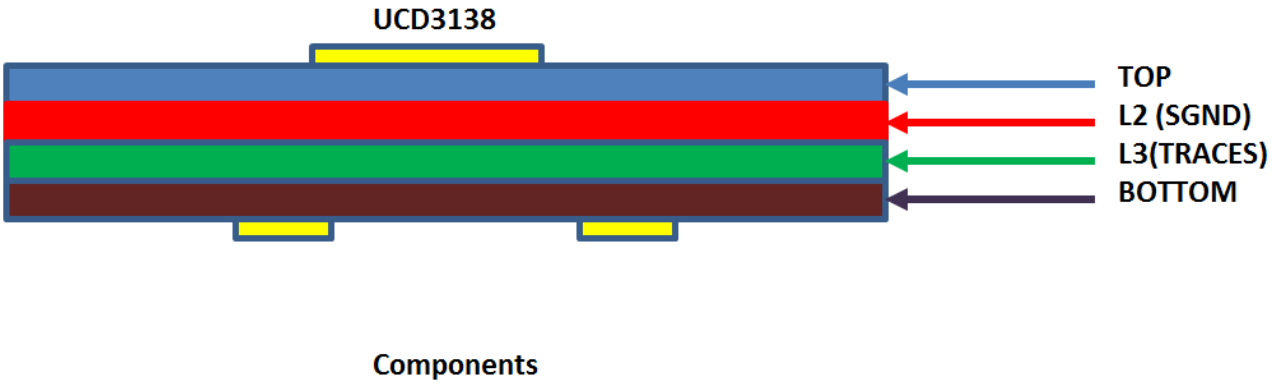

Figure 12-1. Optional Ground Layer Assignment
- Use one whole layer (L2) for SGND plane as shown in Figure 12-1. Use many vias (such as 9 vias) to connect the extended power pad to the internal SGND plane layer. It is preferred to have the vias close to AGND pins and DGND pins of the device.